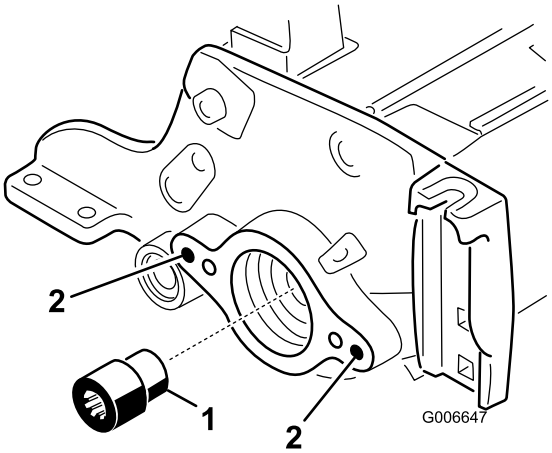

Figure 7
12. À l'aide de l'outil pour arbre d'entraînement de cylindre, retirez l'insert cannelé de l'extrémité moteur de cylindre de l'arbre (Figure 7). Utilisez l'outil pour arbre d'entraînement de cylindre (réf. TOR4074). Éliminez toute la graisse du trou fileté où se trouvait l'insert cannelé.
13. Montez le nouvel insert cannelé (plus long) sur l'arbre de cylindre (Figure 7). Appliquez du Loctite bleu sur les filets de l'insert avant de le monter. Serrez à un couple de 115 à 129 N·m.
15. Avec un taraud 3/8-16, retirez la peinture des trous de montage extérieurs des plaques latérales droite et gauche (Figure 7).